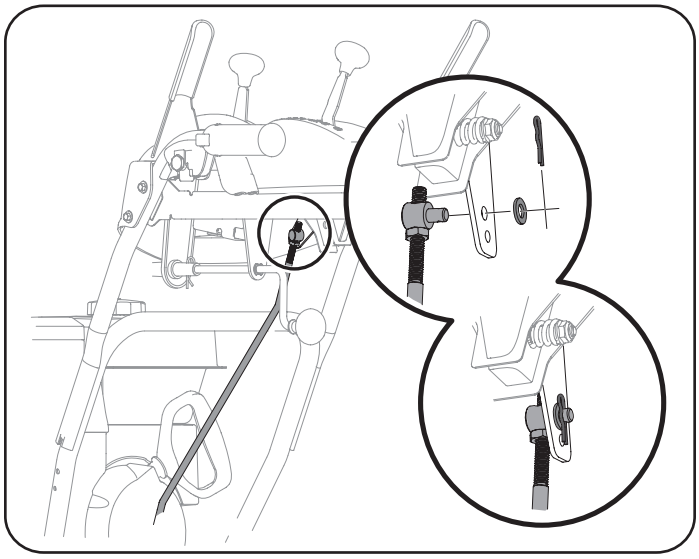

Figura 31
8. Extraiga el pasador de chaveta y la arandela de la férula que está en el extremo de la varilla de cambio. Consulte el recuadro Figura 31.